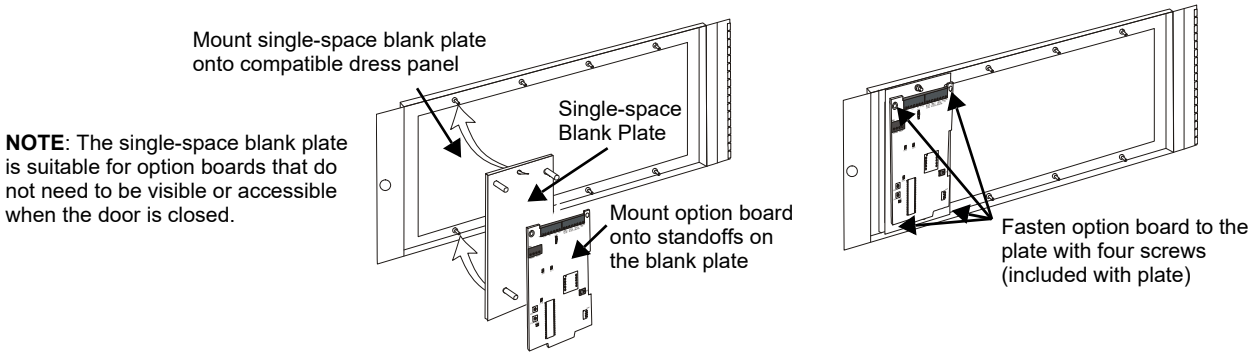

Figure 7 Door Mounting Option Boards with a Single-space Blank Plate
- Additional equipment can be door mounted in front of the CHS-M3 (refer to Figure 7) or in additional chassis below.
Steps to mount option boards are as follows. Mounting instructions for option boards are the same in various dress panels. For Door mounting options, refer to Figure 7, "Door Mounting Option Boards with a Single-space Blank Plate" on page 8.